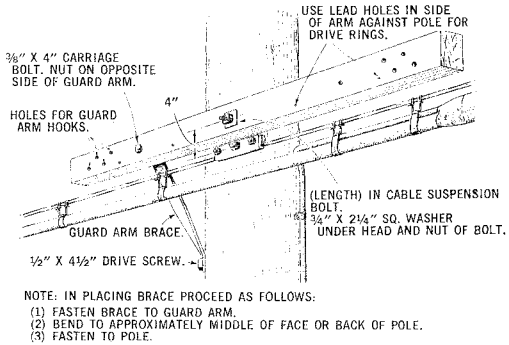

Fig. 3 — Guard Arm Installed
5.01 Install guard arm as shown in Fig. 3.